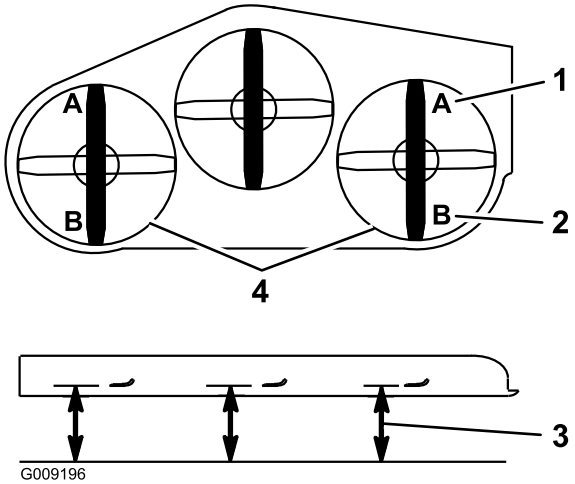

Figur 90
9. Mål fra den plane overflade til skæreknivens forreste spids på begge sider af skjoldet (position A). Afstanden skal være 7,6 cm (Figur 90).
15. Mål fra den plane overflade til skæreknivens bageste spids på begge sider af skjoldet (position B). Afstanden skal være 8,3 cm (Figur 90).